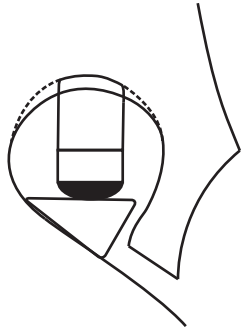

Fig. 3
- Wenn die Steglochanpassung zu klein ist (besonders bei der Geige), muss sie eventuell nach oben hin leicht vergrößert werden (wie in Abb. 3 gezeigt).